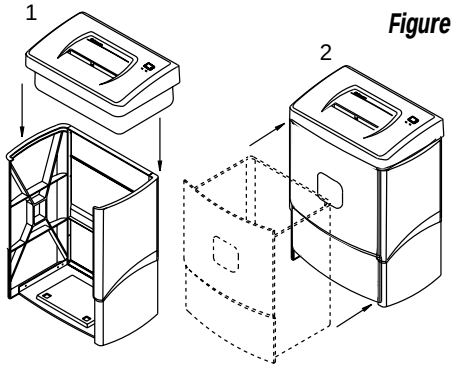

Figure 1
1. Position shredder head over cabinet. Place shredder head into top of cabinet as shown in Figure 1.
3. Push basket into shredder cabinet as shown in Figure 1. **Push basket front in firmly so edges of basket / cabinet are aligned properly.**